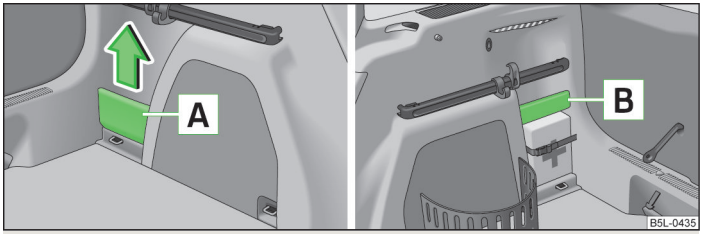

Fig. 82 **Boot: Storage compartments**
› Grasp the top part of the cover A and carefully remove it in the direction of the arrow » Fig. 82.
- The removable storage compartment A » Fig. 82 on the left side is suitable for stowing small objects weighing up to 1.5 kg.
- The storage compartment B » Fig. 82 on the right side is suitable for stowing small objects weighing up to 0.5 kg.